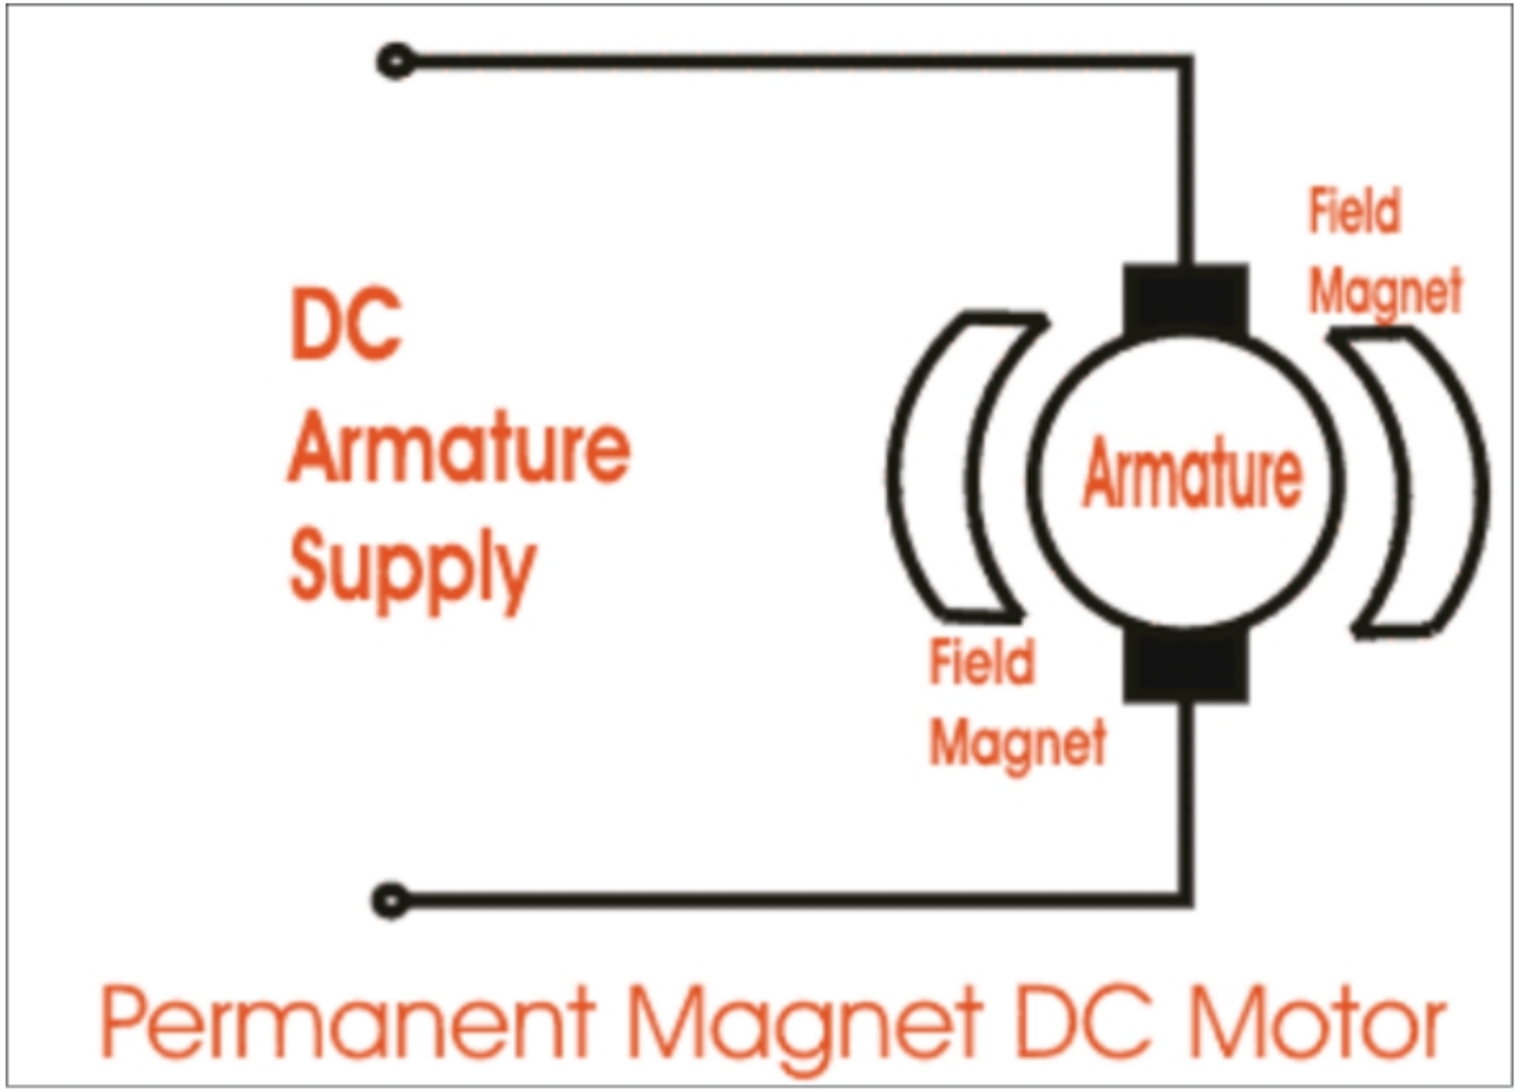

Figure-28. Permanent magnet dc motor
1. **Permanent Magnet DC Motor** : In this type of DC motor, permanent magnets of fixed capacity are placed for field magnets while rotor has coils for electromagnetism; refer to Figure-28. This type of DC motor provides great starting torque and has good speed regulation, but torque is limited so they are typically found on low horsepower applications.